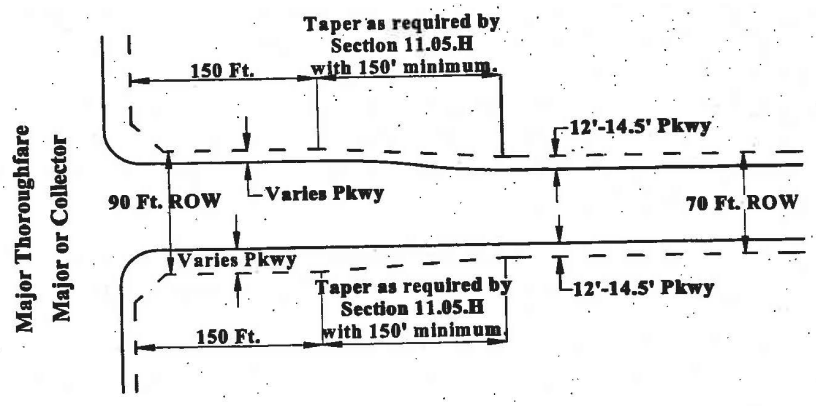

FIGURE 11.5: Major Collector Intersection Detail
C. Right-of-way width for a collector street that intersects a 4-lane or 6-lane thoroughfare shall be ninety feet (90') for a distance of one hundred fifty feet (150') and then taper to the standard ROW width, as required in Section 11.05.H, with a 150 foot minimum taper. See Figure 11.5.